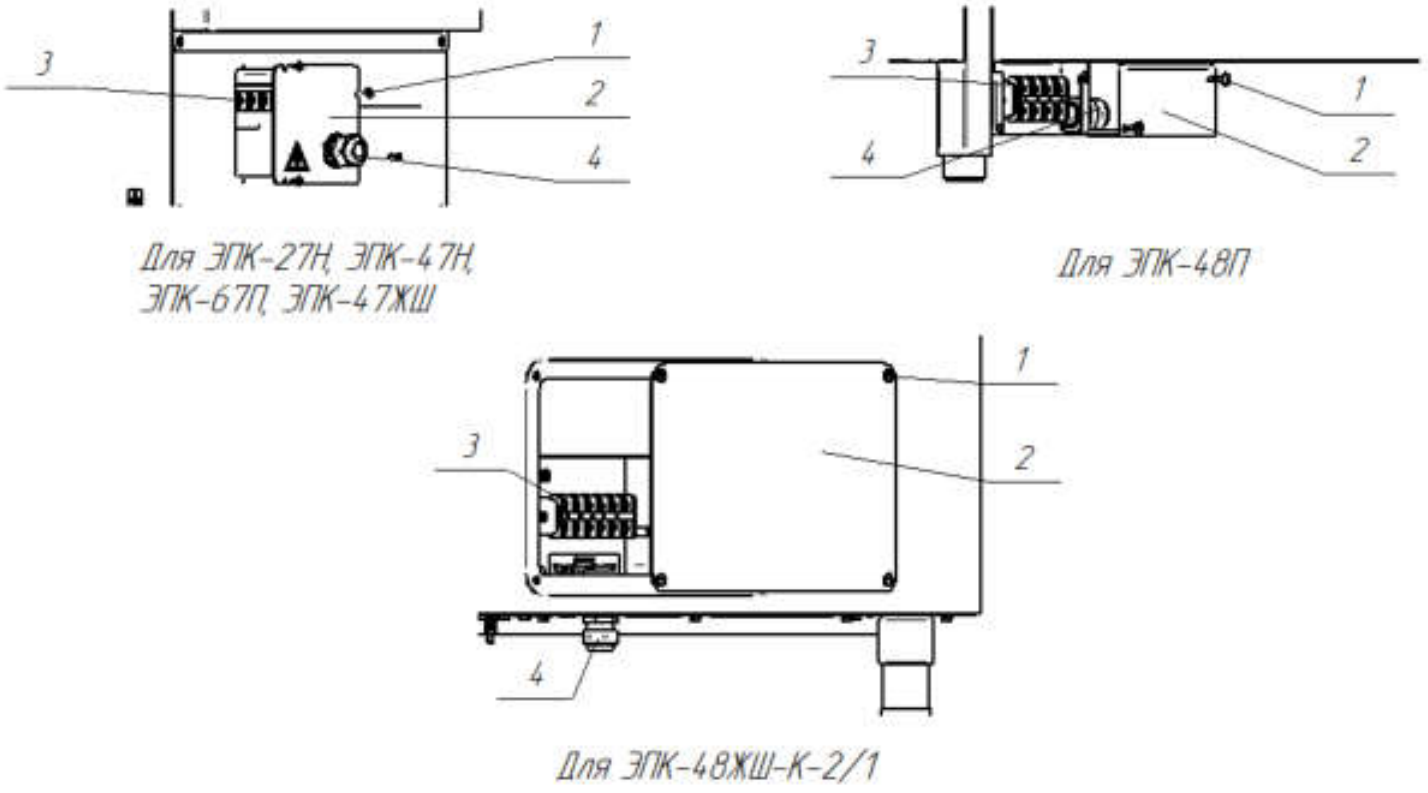

Рис. 1 Замена шнура питания.
1) используя крестовую отвертку, открутить винты поз. 1 (см. Рис. 1)
3) используя крестовую отвертку, открутить винты поз. 1 (см. Рис. 1)